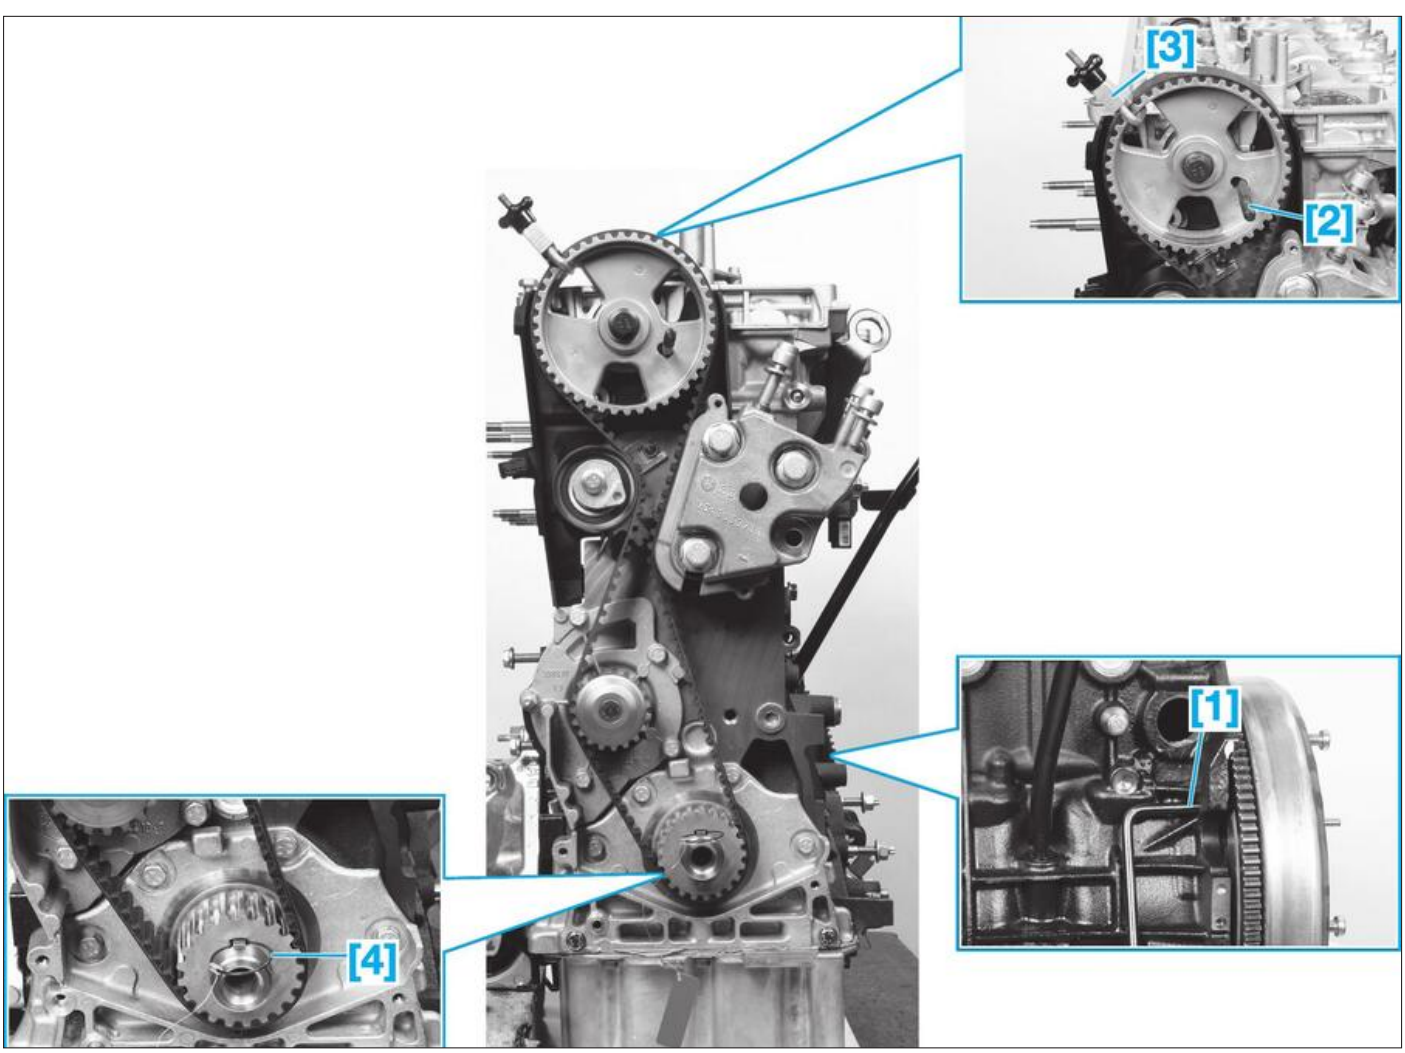

**Fig. 12**
• Mettre en place la pige de volant moteur [1] **(Fig.12)**.
- le moteur est au point de calage **(Fig.12)**.